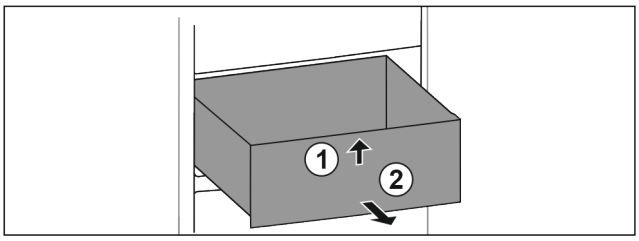

Fig. 96
▶ Schubfach vorne anheben. *Fig. 96 (1)*
▶ Schubfach nach vorne entnehmen. *Fig. 96 (2)*